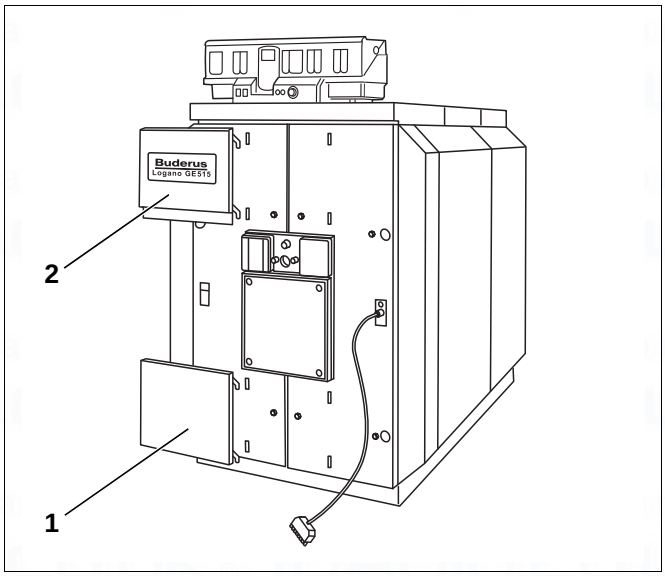

Fig. 58 Attaching the burner door panels
- Attach the burner door panels to the burner door cladding (Fig. 58, [1] and [2]).